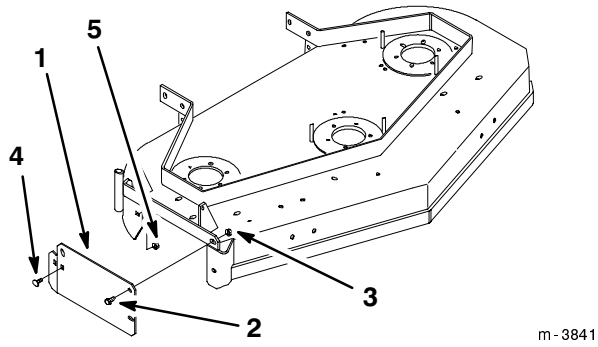

Figure 4
5. Place (3) 3/8-16 x 3/4” (19 mm) bolts, through from outside of discharge cover plate, at top and front edges. Secure bolts with (3) 3/8-16 flange nuts (Fig. 4).
6. Place (2) 5/16-18 x 3/4” (19 mm) carriage bolts through from outside of discharge cover plate at rear edge. One through rear of mower the other through right baffle. Secure carriage bolts with (2) 5/16-18 flange nuts (Fig. 4).